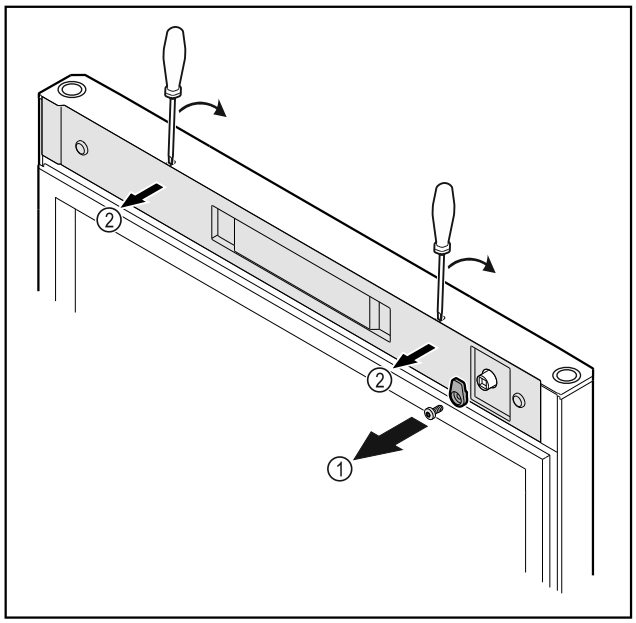

Fig. 53
- ▶ Unscrew the door latch *Fig. 53 (1)*.
- ▶ Unlatch the cover *Fig. 53 (2)* with a small screwdriver and remove it.